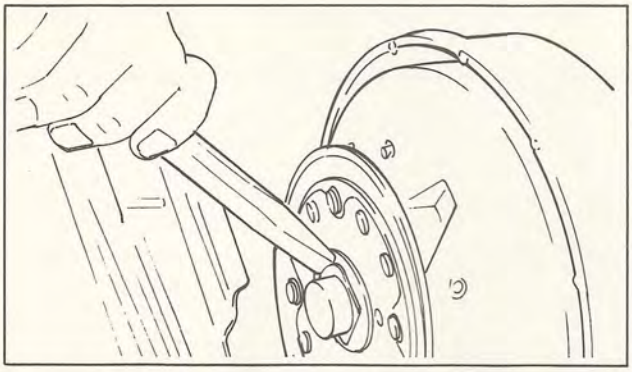

Fig. 2-7
(1) Straighten the primary sheave assembly mounting bolt lock washer, using the chisel and steel hammer. (Fig. 2-7)